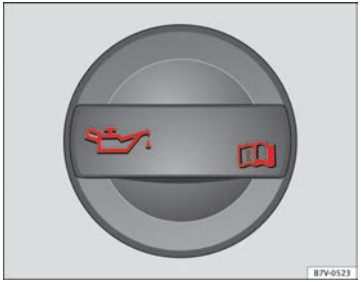

Fig. 114 In the engine compartment: Engine oil filler cap
- The engine oil filler neck can be recognised by the symbol on the cap ⇒ Fig. 114 and the dipstick by its coloured handle.
- Unscrew the cap from engine oil filler neck on the cylinder head ⇒ Fig. 114. If you are not sure where the cap is, request help from a specialist.